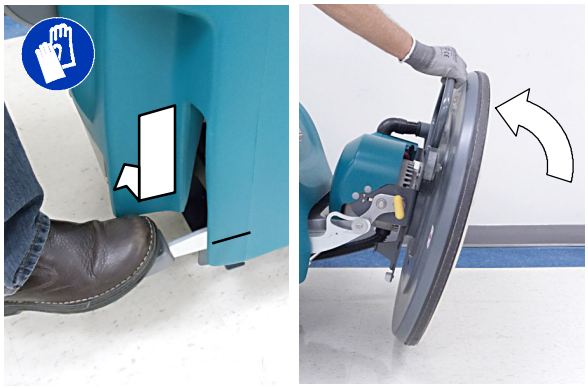

FIG. 4
2. Step down and to the left on the burnishing head lift pedal to raise head off floor (Figure 4). Pull the head lift handle upward until head locks into the pad change position.